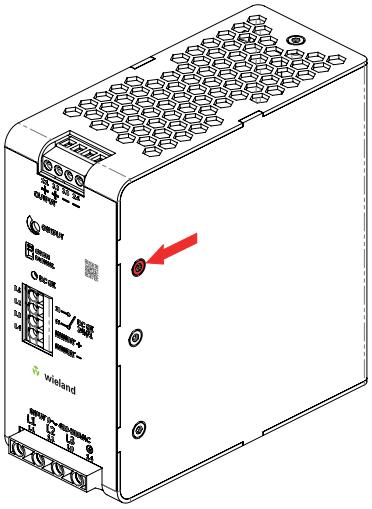

Fig. 26: Position of the connection screw for the GDT
1) Completely remove the connection screw (marked with an arrow) with a Torx X10. (see Fig. 26)